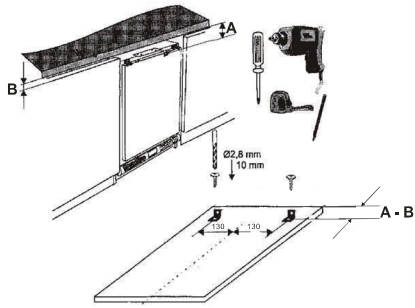

Figura 4
1. Rimuovere le flange di fissaggio superiori dallo sportello del frigorifero (Figura 4).